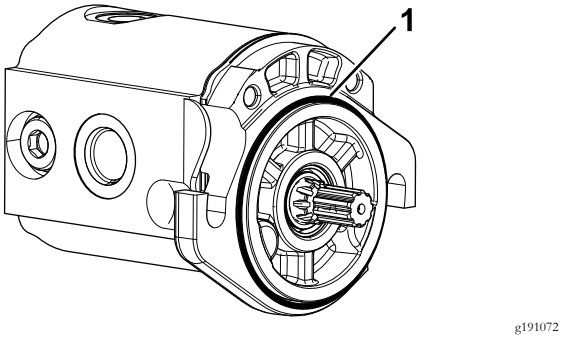

Figur 7
5. Monter O-ringen på spolemotoren (Figur 7).